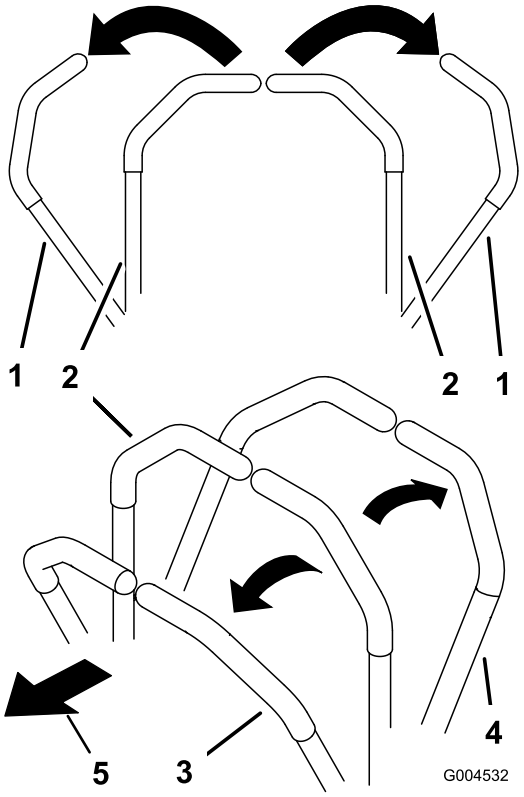

Figuur 23
- Om vooruit te rijden, duwt u de rijhendels langzaam naar voren (Figuur 23).
- Om achteruit te rijden, trekt u de rijhendels langzaam naar achteren (Figuur 23).
- Als u een bocht wilt maken, vermindert u vaart door beide hendels naar achteren te trekken en duwt u vervolgens de hendel aan de kant tegengesteld aan de richting die u wilt inslaan, naar voren (Figuur 23).